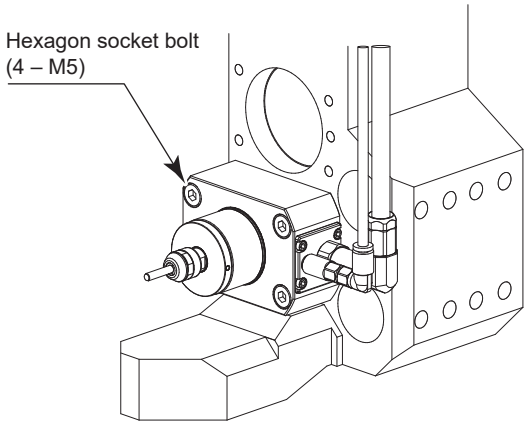

Fig. 20
① Insert the ϕ42 mm spindle body housing section into the machine tool holder.
② Secure the motor spindle through the four mounting holes using the supplied hexagon socket bolts. (M5 × 30) (Fig. 20)